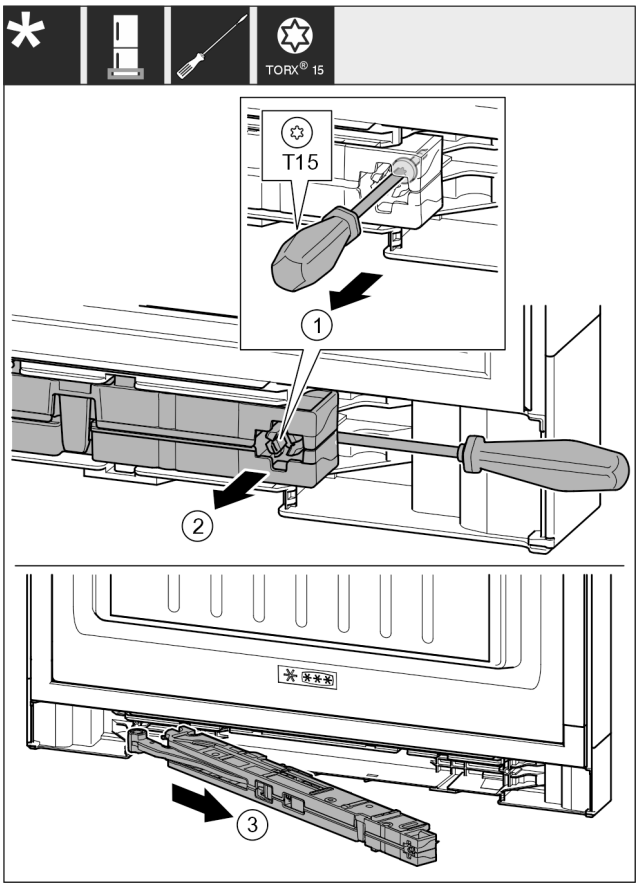

Fig. 17
▶ Schroef *Fig. 17 (1)* op sluitdemperunit met een schroevendraaier 14 mm losdraaien.
▶ Hef de sluitdemperunit *Fig. 17 (2)* aan de greepzijde naar voren met een schroevendraaier.
▶ Sluitdemperunit *Fig. 17 (3)* uittrekken.